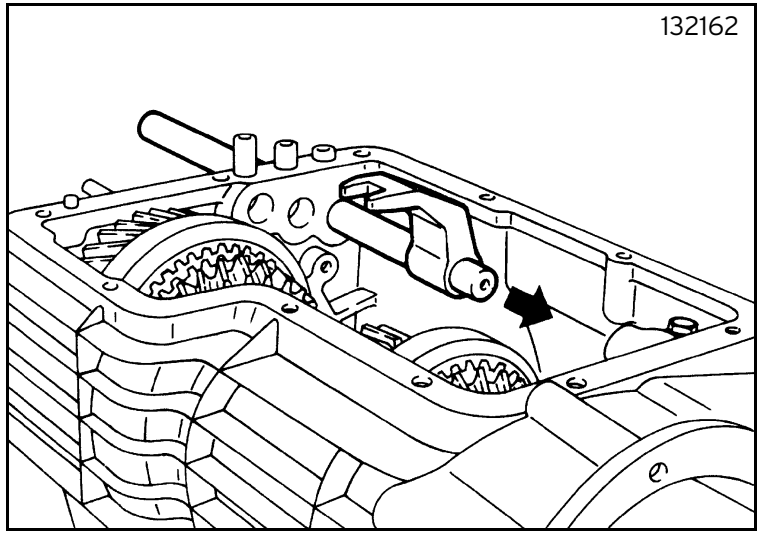

Fig. 63
- fit the I/RM control rod with the ratchets and fork (figure 63);